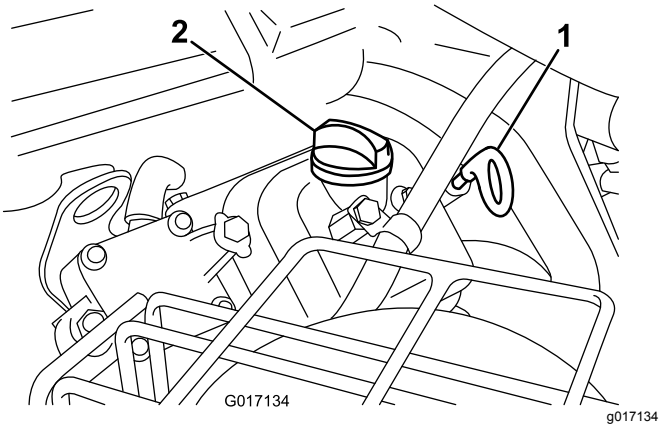

Figuur 38
2. Verwijder de peilstok en veeg deze af met een schone doek. Druk de peilstok in de buis. Let erop dat de peilstok er volledig in schuift (Figuur 38).